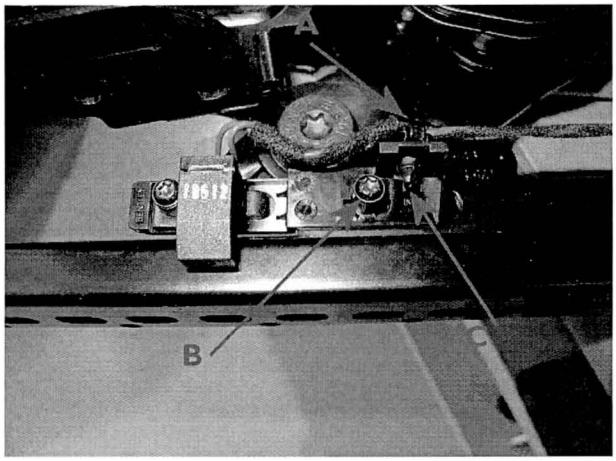

Figure 14
4. Referring to Figure 14 (Point A) cut the cable tie which secures the loom to the sensor bracket